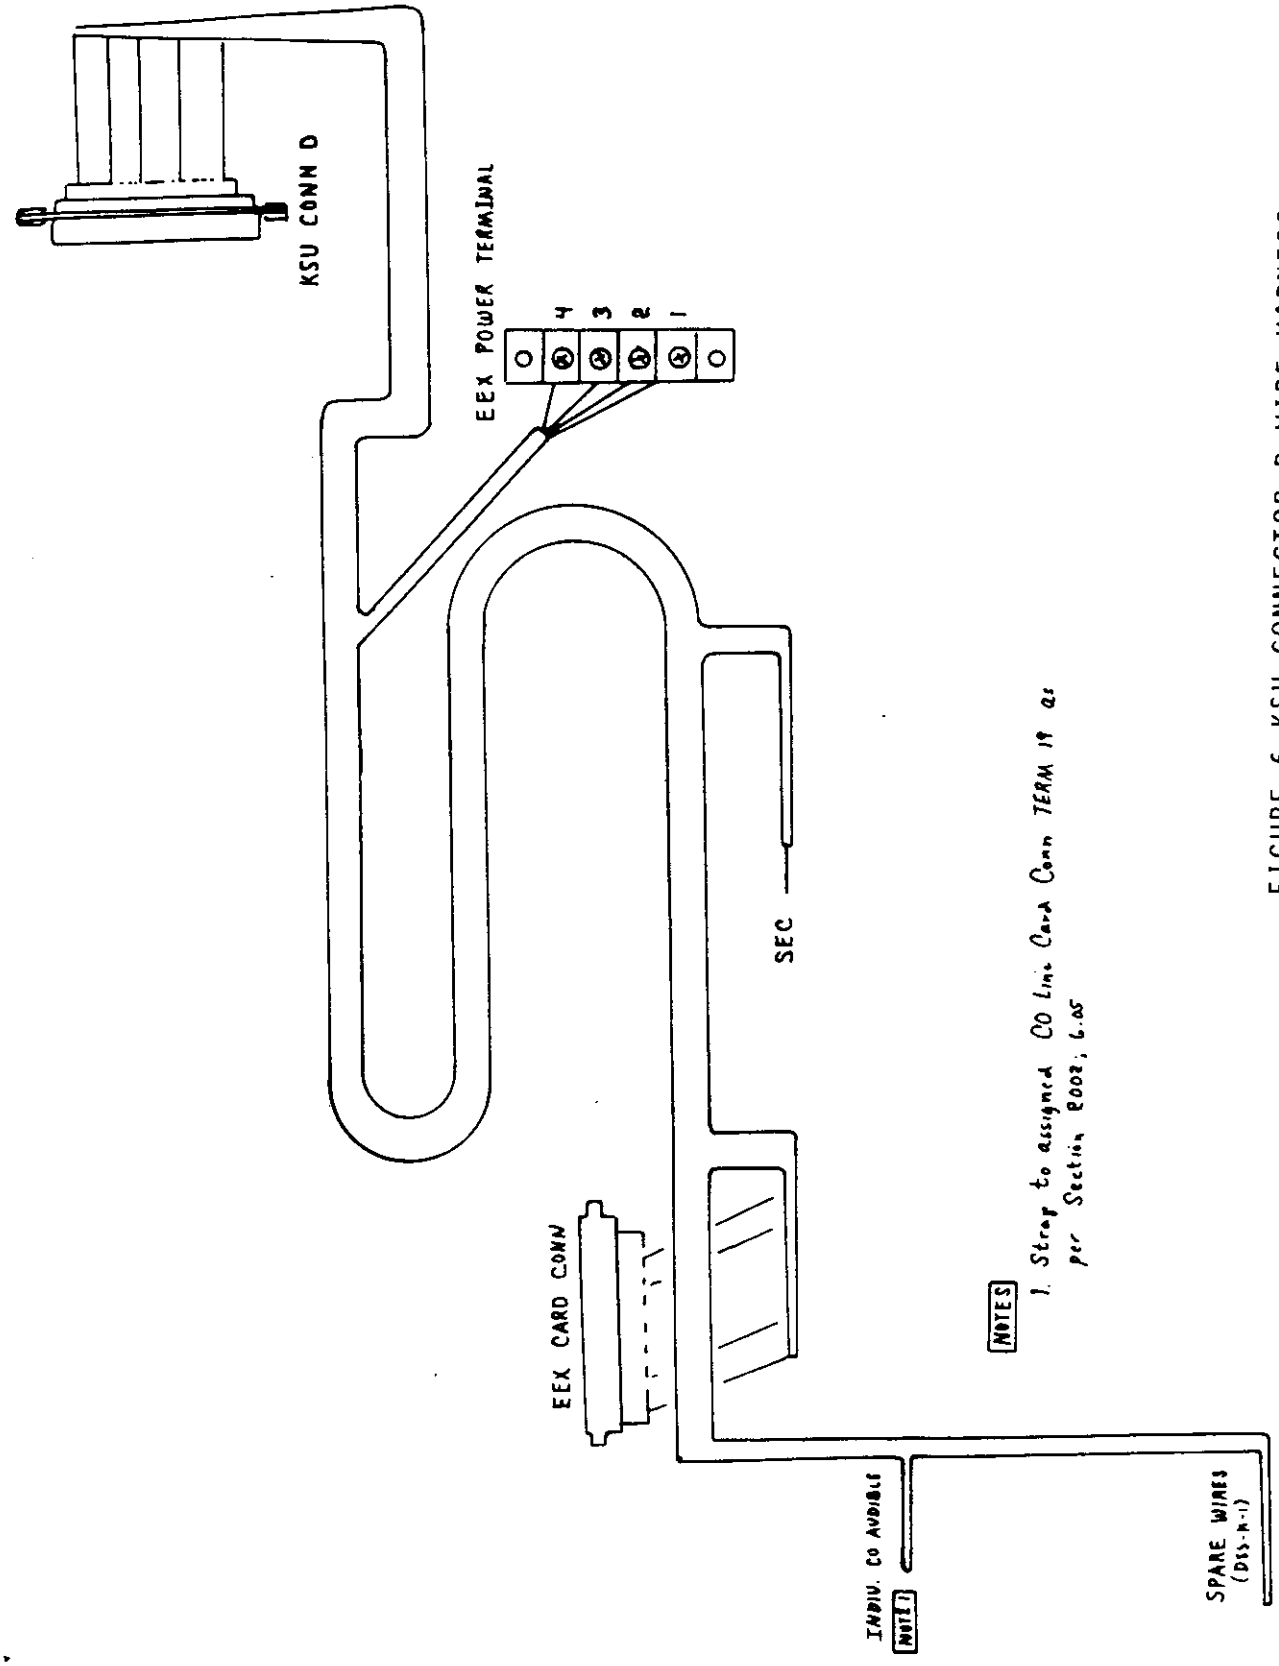

FIGURE 6 KSU CONNECTOR D WIRE HARNESS
c. KSU CONN D Wire Harness must be installed alongside the existing KSU wire harness. Figure 6 illustrates the KSU CONN D wiring harness construction while Figure 6a illustrates the routing of the KSU CONN D wire harness along the existing wire harness of the KSU